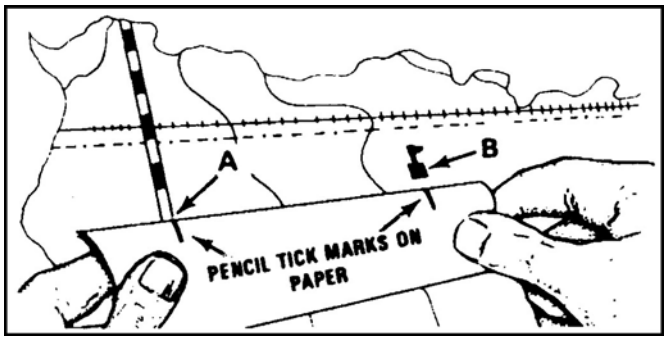

Figure C-28. Measuring distance
(1) Line up the straight edge of a strip of paper with the beginning and ending points on the map.
(2) Mark on the straight edge of the paper the beginning and ending points (figure C-28).
(2) Mark the beginning and ending points on the straight edge of the paper (figure C-28).
(3) Place the starting point on the paper under the zero on the bar scale.
(4) Measure off 4,000 meters and place a new tick mark on the paper.
(5) Place the new tick mark under the zero on the bar scale.
(6) Determine if the end point falls within the bar scale.
3. Convert a road map distance to miles, meters, or yards using the map's bar scale (figure C-28). This is the actual distance you have to travel to reach the point whose straight line distance you identified in step 2.